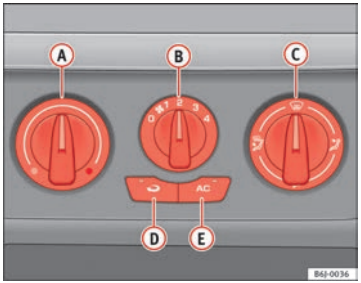

Fig. 103 Air conditioning controls on the dash panel
– Disconnect the cooling system using button ⇒ Fig. 103 AC (the button light turns off).
When air recirculation mode is switched on (button ⇒ Fig. 103 with warning lamp) strong odours in the outside air do not enter the vehicle interior, for example when passing through a tunnel or in a traffic jam.